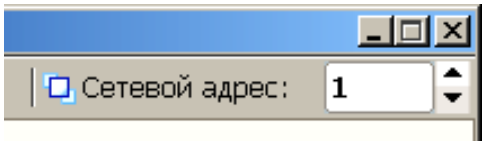

Рисунок 2.6 – Сетевой адрес программы
– установить сетевой адрес в программе (рисунок 2.6) в соответствии с адресом прибора (по умолчанию адрес прибора – 1, адрес в программе - 1);